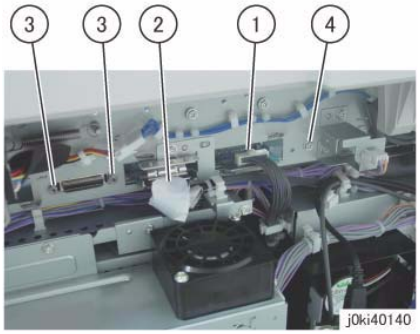

Figure 2 Disconnect the connectors
5. Disconnect the connectors at the rear side that are connected to the IIT PWB. (Figure 2)